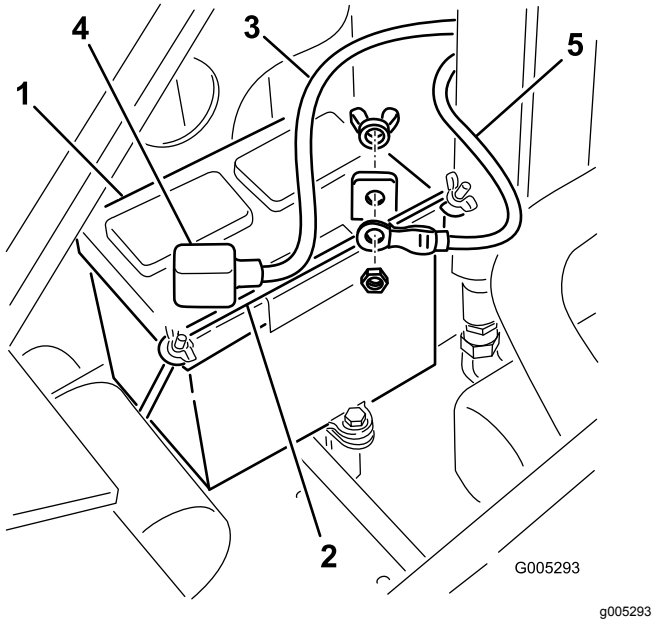

Figur 43
4. Ta bort de vingmuttrar och den skena som håller fast batteriet (Figur 43).
5. Lossa minuskabeln (svart) från batteripolen (Figur 43). Spara fästelementen.
7. Lossa pluskabeln (röd) från batteripolen (Figur 43). Spara fästelementen.
1. Anslut batteriets pluskabel (röd) till batteriets pluspol (+) med hjälp av fästelementen du tog bort tidigare (Figur 43).
3. Anslut batteriets minuskabel (svart) till batteriets minuspol (−) med hjälp av fästelementen du tog bort tidigare (Figur 43).
4. Fäst batteriet med hjälp av skenan och vingmuttrarna (Figur 43).